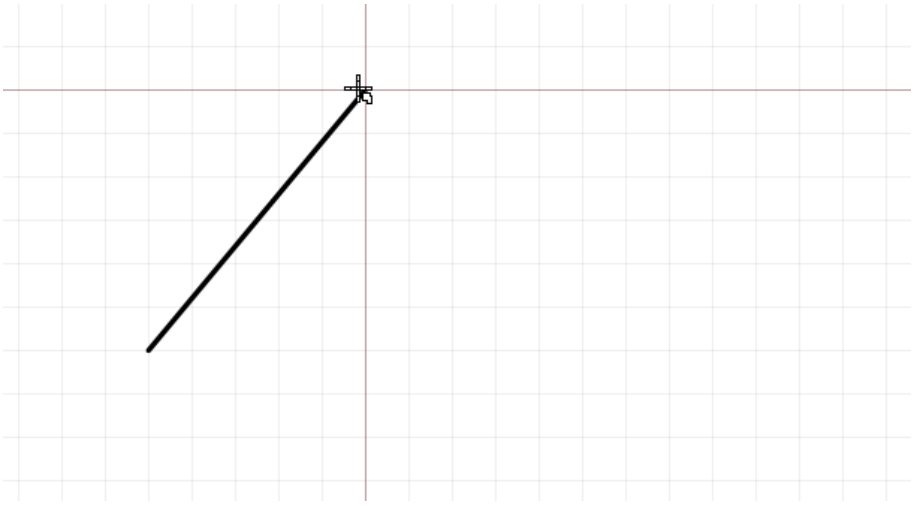

Рис. 31. Начало размещения многоугольника
3. Укажите вторую вершину многоугольника, переместив курсор в нужную точку и нажав левую кнопку мыши. При перемещении курсора его положение указывает возможную точку второй вершины. Сторона многоугольника между первой и второй вершинами показывается линией, см. Рис. 31. С указанием второй вершины будет размещена первая сторона многоугольника.